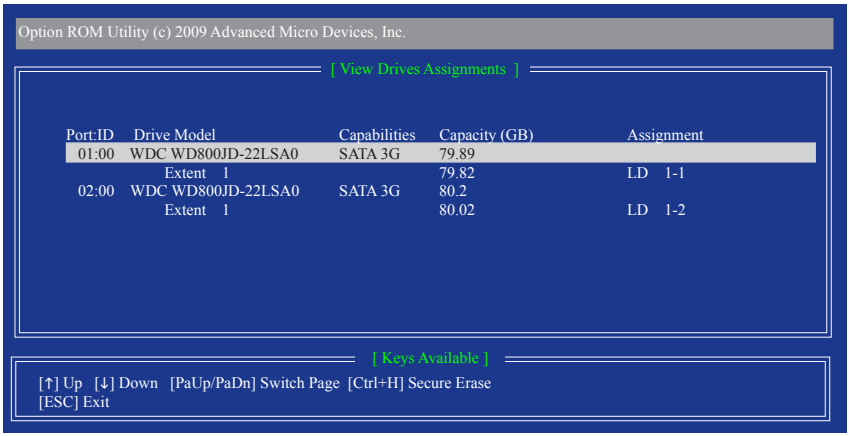

図 9
2. **View LD Defination Menu** が表示され（図9を参照）、このアレイに割り当てられたドライブを示します。中断するアレイまたは保管キーを削除する場合、<Ctrl>+<Y>を押します。